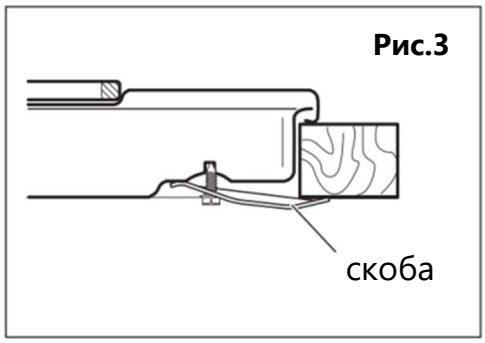
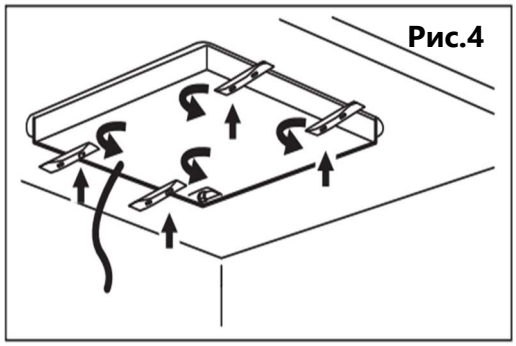
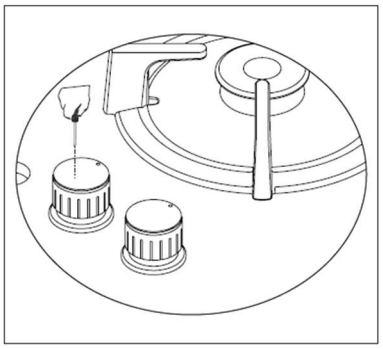
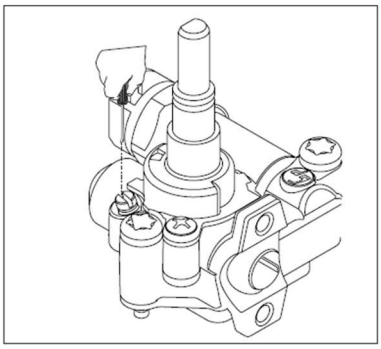

Рис.3
Рис.4
Рис. 4
Рис. 5
5. Закрепите варочную поверхность на столешнице при помощи скоб и шурупов, поставляемых в комплекте (рис.3 и рис.4).
4. Выкрутите жиклер (Рис. 3) и замените на подходящий. Снимите ручку управления, соответствующую данной конфорке (Рис. 4), отрегулируйте положение регулировочного винта, который находится в центре газового крана (Рис. 5). Используйте отвертку подходящего размера.